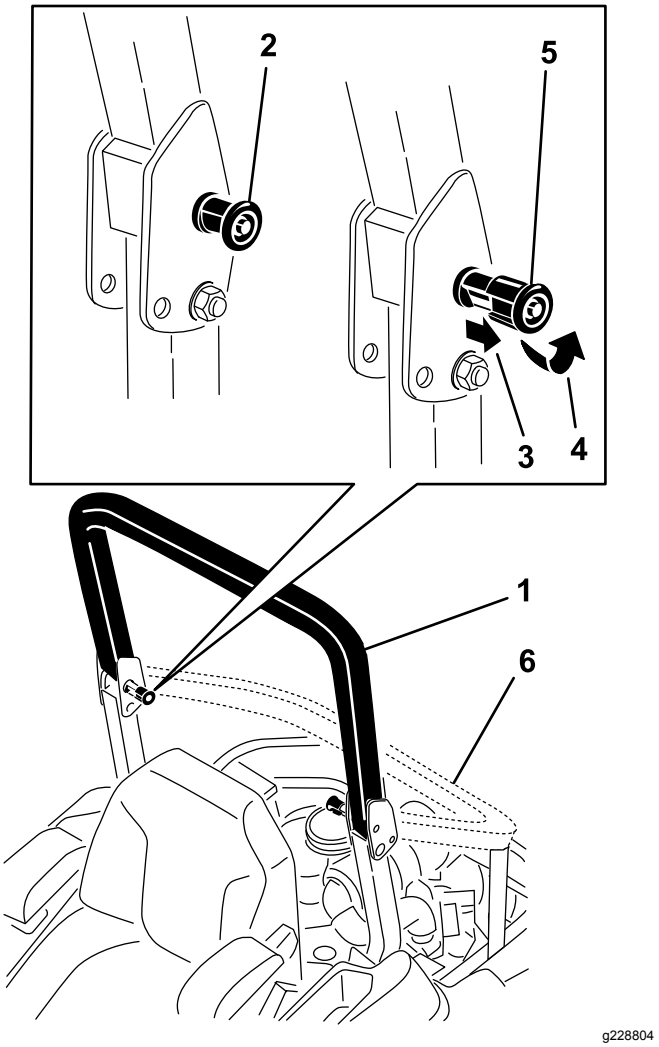

Figur 8
2. Dra ut båda rattarna och vrid dem 90 grader så att de kopplas ur (Figur 8).
3. Sänk ned störtbågen till nedfällt läge (Figur 8).
1. Fäll upp störtbågen till körläget och rotera vreden så att de delvis glider in i skårorna (Figur 8).
2. Fäll upp störtbågen helt samtidigt som du trycker på den övre störtbågen. Sprintarna snäpper på plats när de ligger i linje med hålen (Figur 8).